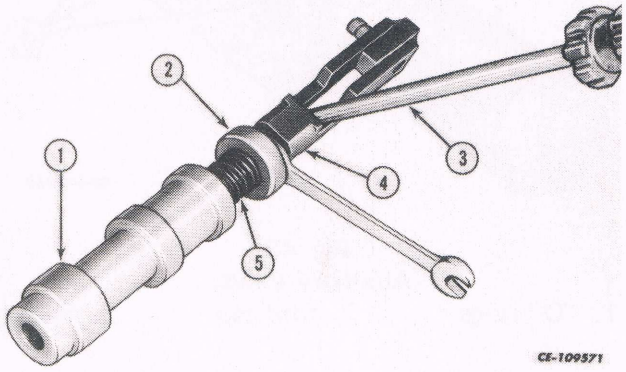

Fig. 39
f. Loosen the locknut and compress the return spring (5) enough to slide a wrench on the flatted portion of the actuator tube. Count and record the number of threads and remove the valve link (4). See Fig. 39.